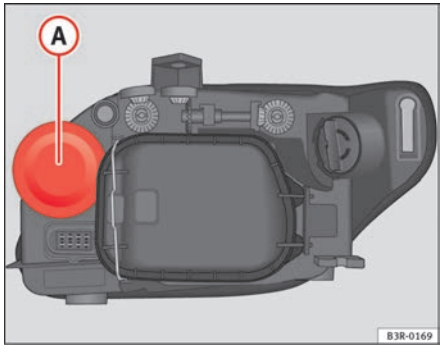

Fig. 202 Main beam headlights
- Pull up on the rubber cover (A) ⇒ fig. 202 to remove it.